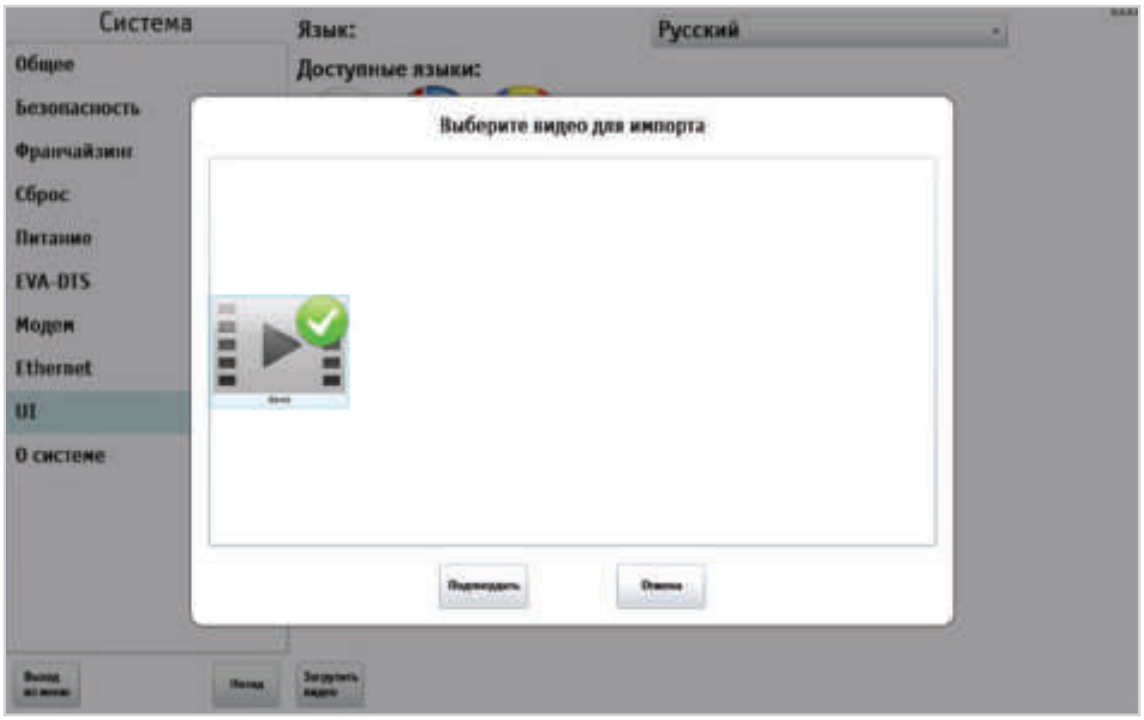

Рисунок 9.9.1 - Система (UI) - Загрузка видео
4. Выберите видео из списка (см.рис.9.9.1) и нажмите кнопку **(Подтвердить).**